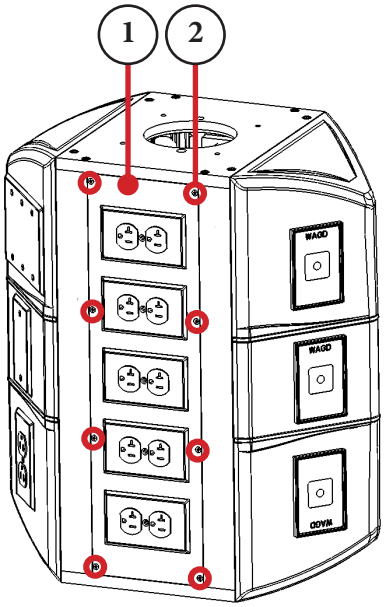

Figure 8.9 - Location of Screws on Access Panel
a. Using a Phillips screw driver, open the access panel (Figure 8.9, Item 1) on the front or back of the FLEXiS System by removing the eight Phillips screws (Item 2).